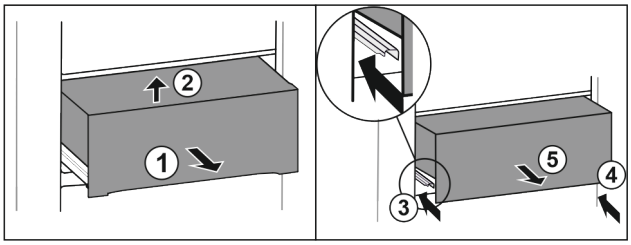

Fig. 28
▶ Вытяните выдвижной ящик наполовину *Fig. 28 (1)*.
▶ Приподнимите спереди *Fig. 28 (2)*.
▶ Вставьте левую направляющую *Fig. 28 (3)*.
▶ Вставьте правую направляющую *Fig. 28 (4)*.
▶ Извлеките выдвижной ящик движением вперед *Fig. 28 (5)*.